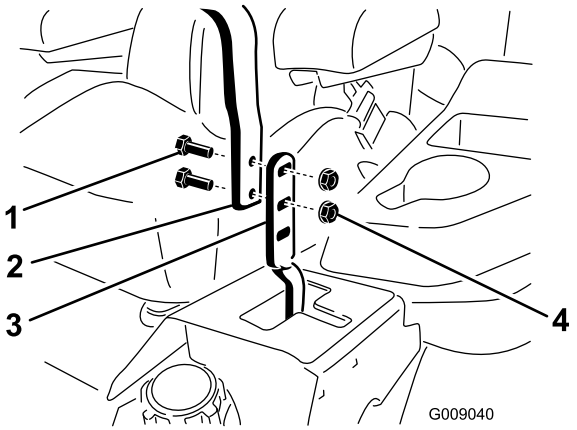

Figur 74
3. Løsn boltene og de flangemøtrikker, der er monteret i håndtagene (Figur 74).